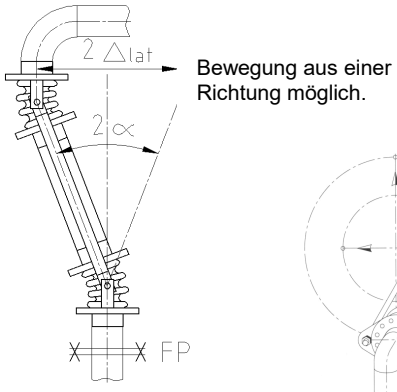

Bild 15
- Kompensatoren mit lateraler Dehnungsaufnahme in einer Ebene (Bild 15)